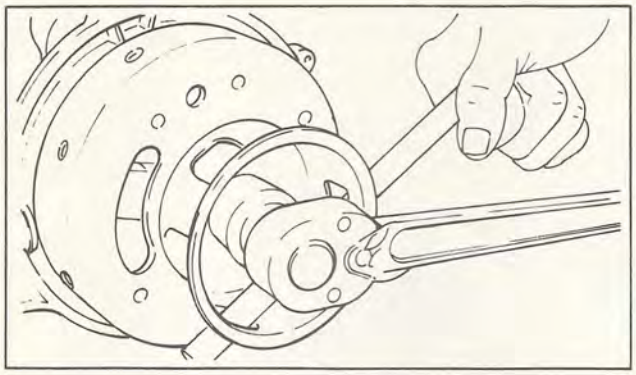

Fig. 2-18
(2) With the starter assembly removed you will now be able to remove the magneto assembly. The first step in this procedure is to remove the flywheel securing nut with a socket wrench 1.02 ins. (26 mm.). (In this case, to loosen or tighten the flywheel, a "bar" should be inserted into the hole in the pulley. The flywheel can be locked.) (Fig. 2-18)